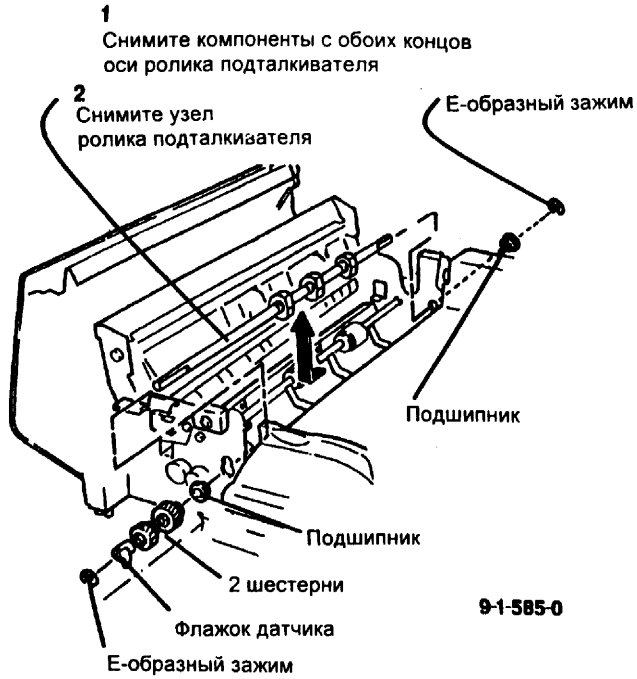

Рис. 3 Снятие узла ролика подталкивателя
3. (Рис. 3) Снимите узле ролика подталкивателя